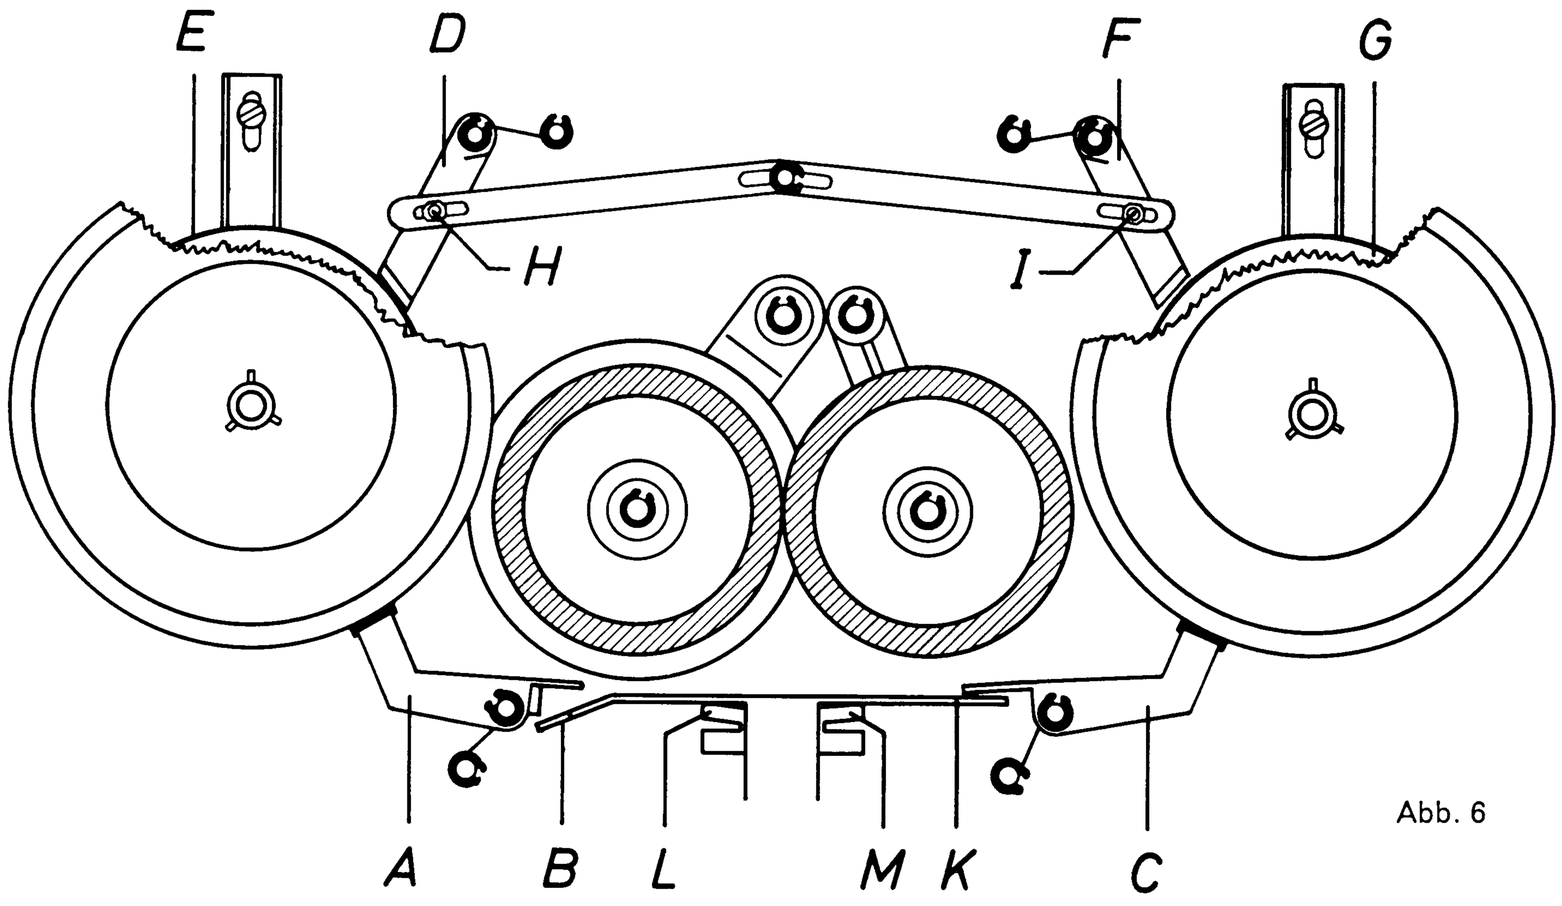

Abb. 6
3.1 Prüfung und Justierung der Kupplungsbremsen (siehe Abb. 6)
3.2 Prüfung und Justierung der Bremsen an den Kupplungsbremstellern (siehe Abb. 6)